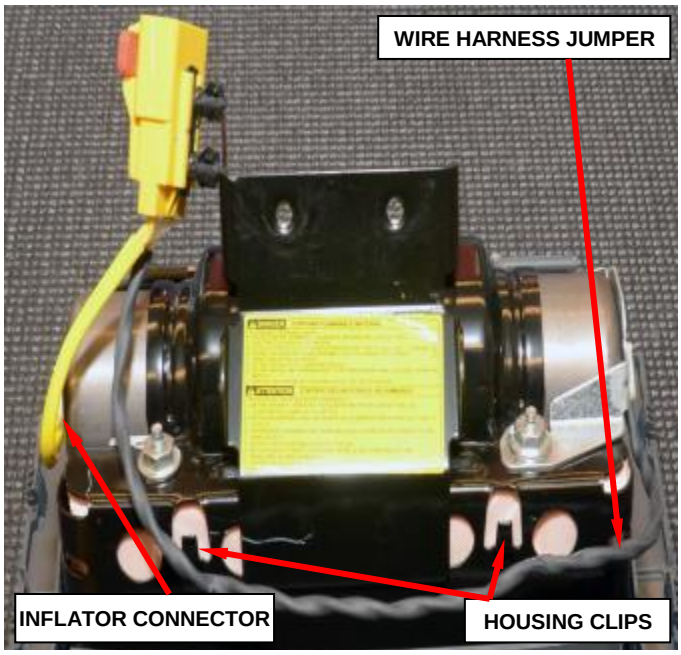

**Figure 54 – Wire Harness Jumper**
b. Disengage the wire harness jumper from the housing clips in two places (Figure 54).
c. Disconnect the single yellow wire inflator connector from the end of the inflator using pliers (Figure 54).
j. Install the yellow three way wire harness jumper connector to the retaining clip (Figure 54).
k. Connect the single yellow inflator connector to the end of the passenger airbag inflator (Figure 54).
l. Engage the wire jumper to the housing in two places (Figure 54).